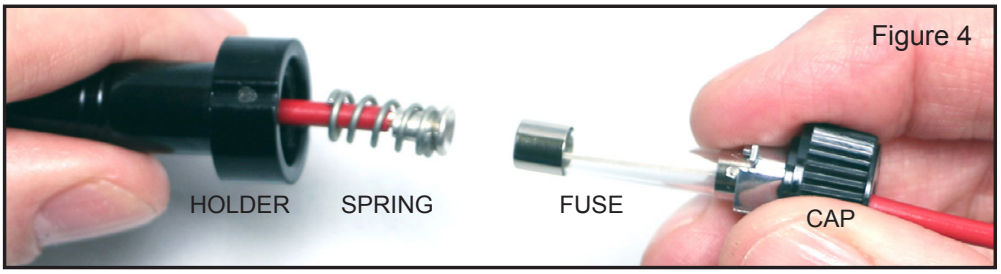

Figure 4
b) Assemble fuse and holder as shown in Figure 4.